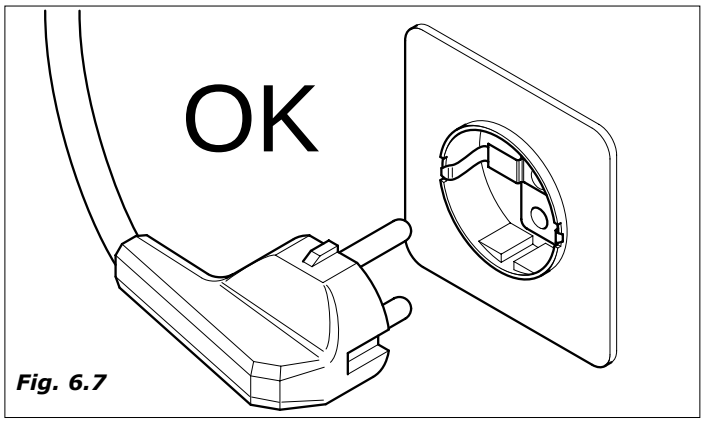

Fig. 6.7
- O distribuidor é equipado de cabo de alimentação H05VV-F 3x1,5mm², com tomada SCHUKO *(Fig.6.7)*.